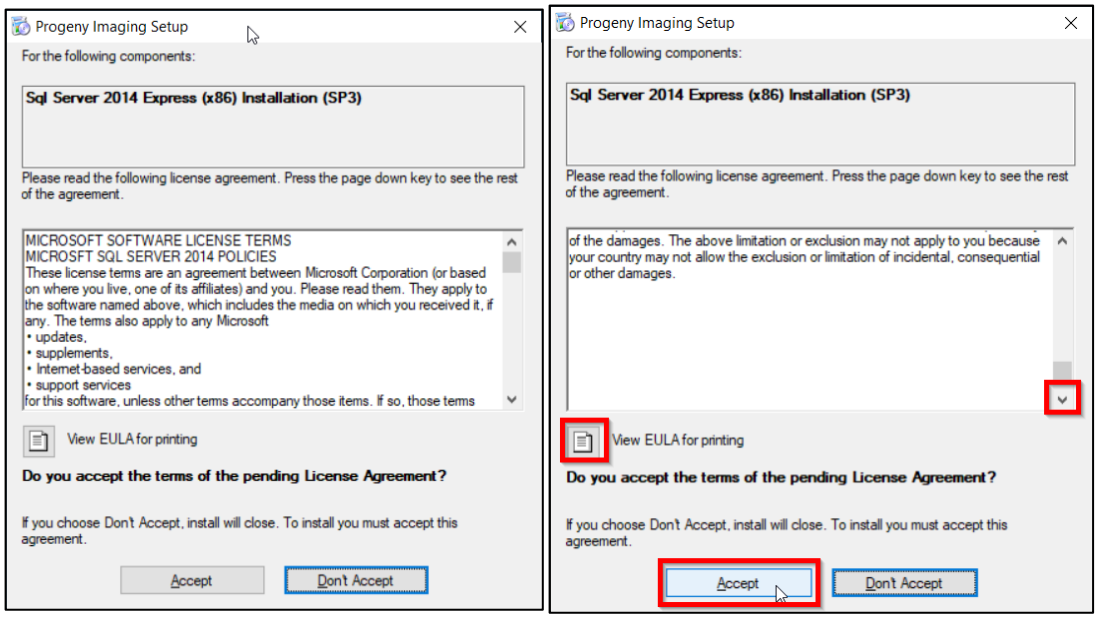

Figures 13. Progeny Imaging license agreement.
- The “Progeny Imaging Setup” pop-up appears to show the license agreement. The “Don’t Accept” option is selected by default. To read the license agreement, click the downwards arrow towards the right-side edge of the window to scroll to the bottom. (Alternatively or if desired, the agreement can be printed by clicking the paper icon next to “View EULA for printing.”) If you agree with the terms of the agreement, click the “Accept” button. See Figures 13 below.